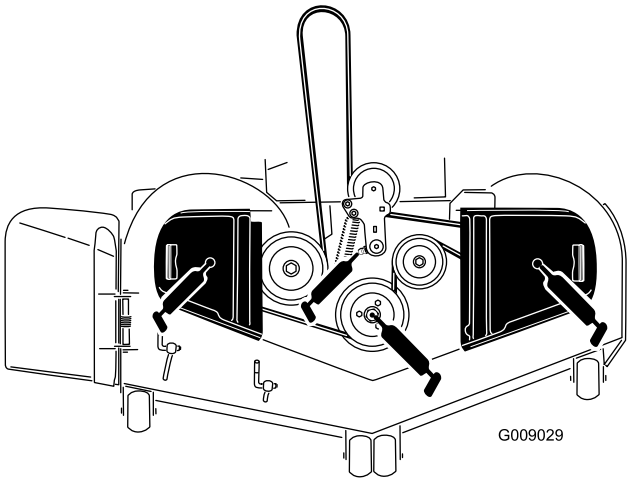

Figure 40
3. Graissez le pivot de la poulie de tension du tablier de coupe jusqu'à ce que la graisse ressorte par le bas (Figure 40).
4. Lubrifiez les roulements des 3 axes jusqu'à ce que la graisse ressorte par les joints inférieurs (Figure 40).
5. Graissez le bras de la poulie de tension de la courroie d'entraînement (Figure 40).